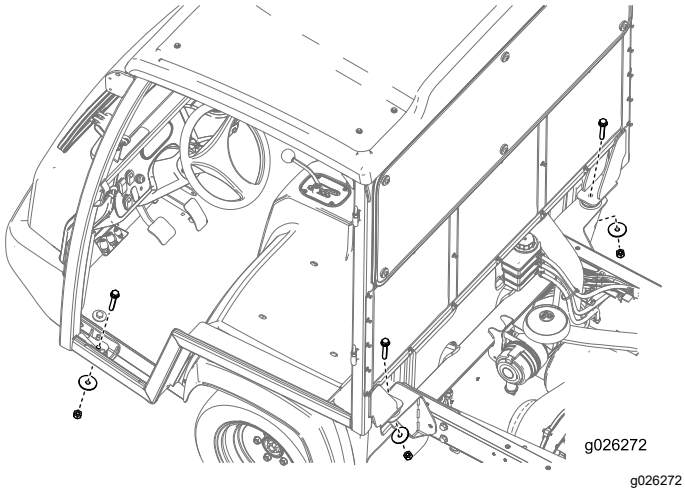

Figur 32
6. Fäst ramen på maskinen med fyra skruvar (½ tum), fyra brickor (½ tum) och fyra muttrar (½ tum) enligt Figur 32.